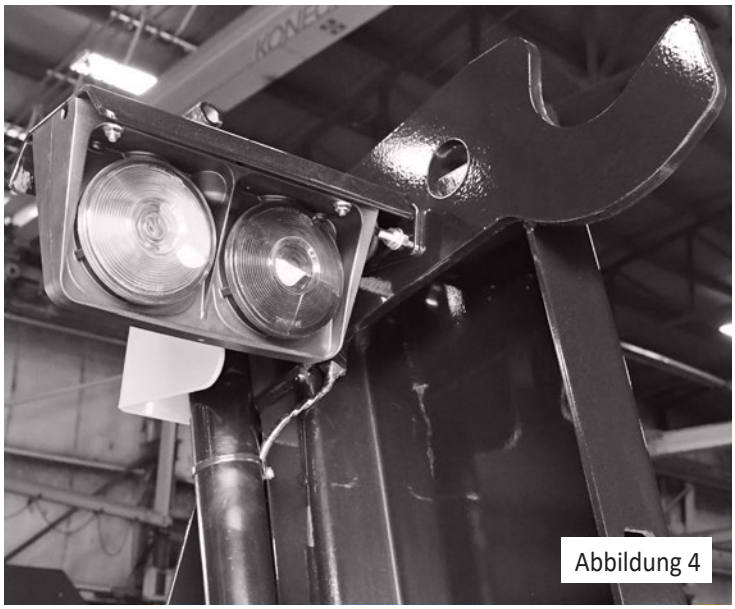

Abbildung 4
4. Gelbe Leuchten außen anbringen. Rote Leuchten müssen von hinten sichtbar sein. (Abbildung 4).